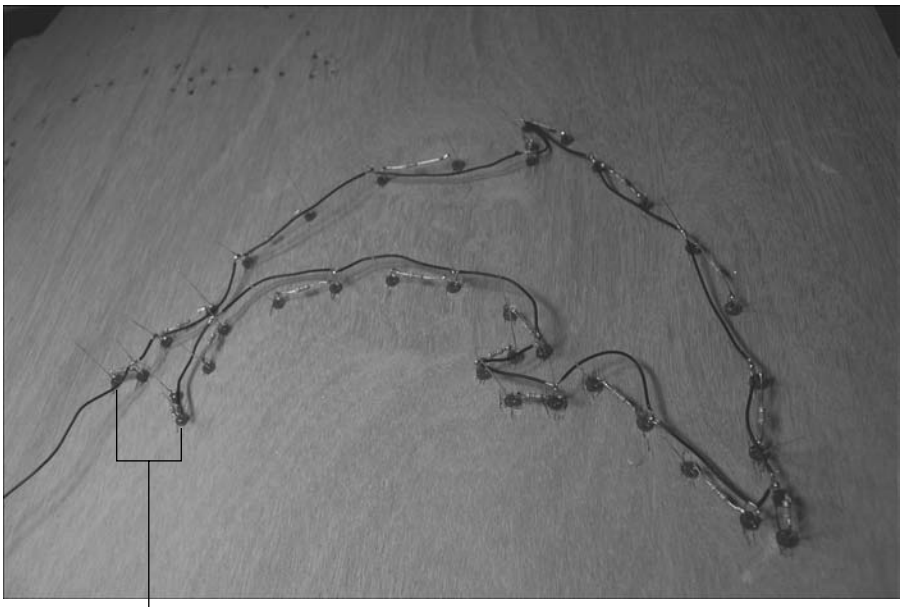

Figure 10-18: Black wires connecting short leads of LEDs.
9. **Connect the short leads on every other LED to short lengths of 20 gauge black wire, as shown in Figures 10-18 and 10-19.**
Figure 10-18 shows a gap without a black wire across the tail of the dolphin. One of the LEDs at the tail with a short lead has only one black wire attached, and the other has a 2' 20 gauge black wire attached; you connect this wire to a terminal block on the breadboard in Step 20.